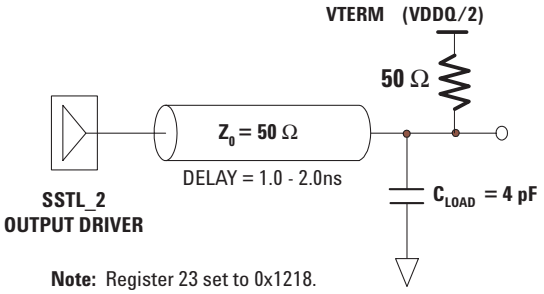

Figure 12. SSTL_2 Output Test Conditions.
1. Tested under load conditions described in Figure 12, with $V_{IH} = V_{REF} + 0.18$ and $V_{IL} = V_{REF} - 0.18$.